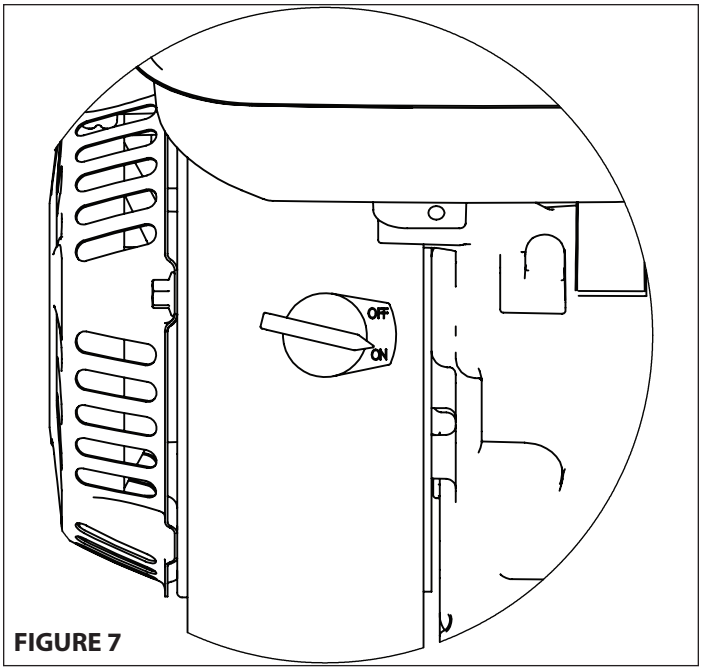

**FIGURE 7**
4. Turn the On/Off switch to the **ON** position. **SEE FIGURE 7**